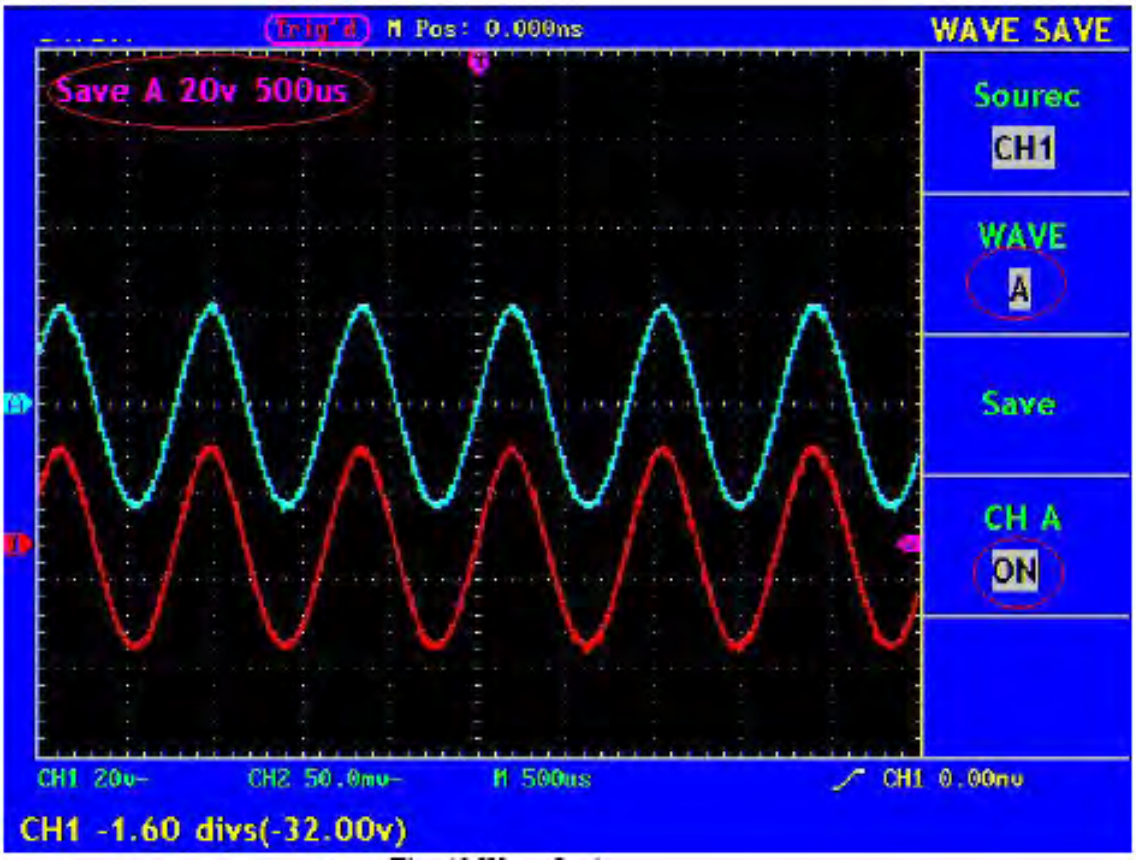

Abb. 45 Speicherung der Wellen
4. Drücken Sie die Menüauswahltaste **F4** und wählen Sie **ON** bei CHA. Die gespeicherte Wellenform wird auf dem Bildschirm angezeigt. Spannungspegel und Zeitbasispegel erscheinen gleichzeitig in der oberen linken Ecke des Bildschirms (siehe Abb. 45).